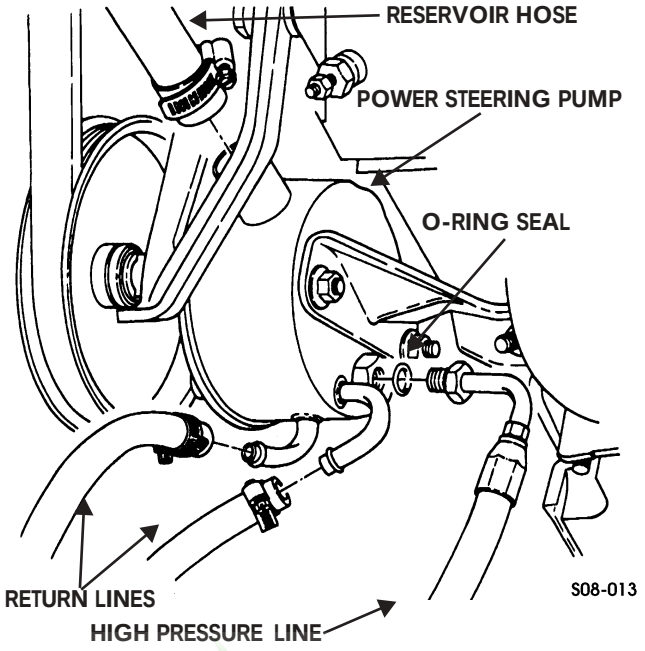

Figure 8-22: Power Steering Pump
1. Disconnect two return lines and high pressure line from power steering pump. Remove O-ring seal from high pressure line. Discard O-ring seal (Figure 8-22).
7. Connect two return lines to power steering pump (Figure 8-22).
2. Disconnect return hose from power steering pump and hydro-boost (Figures 8-22 and 8-25).
2. Connect return hose to power steering pump and hydro-boost with two clamps (Figures 8-22 and 8-25).